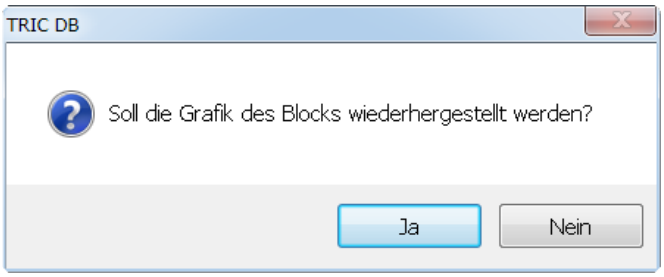

Bild 28.27 – Übernahme der Dia-Ansicht in die Blockbibliothek
- Hierauf erscheint die Abfrage nach Wiederherstellung der Blockgrafik. Bestätigen Sie (Abb. 28.27).